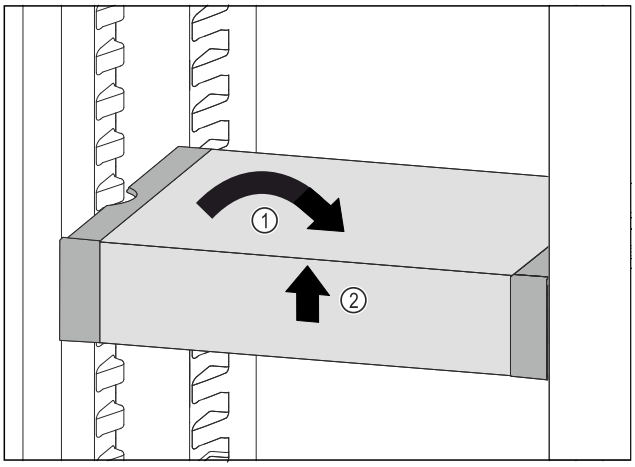

Fig. 97
- ▶ Poziționați drept VarioSafe. *Fig. 97 (1)*
- ▶ Ridicați în față VarioSafe. *Fig. 97 (2)*